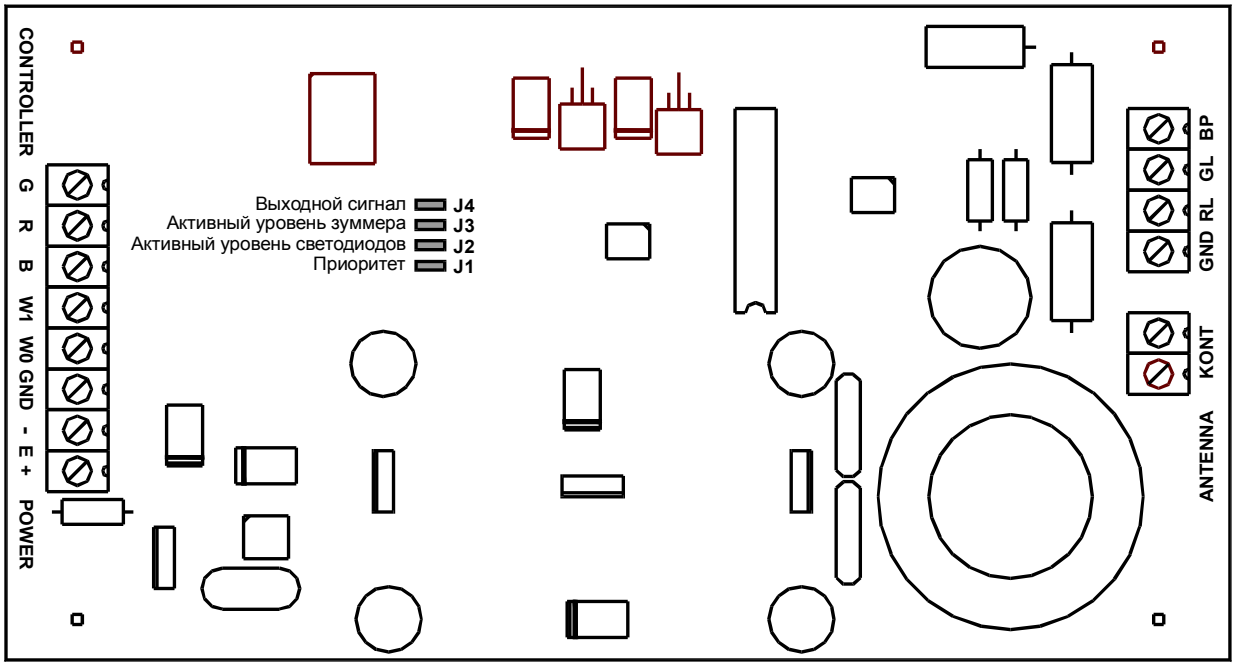

Рисунок 2. Плата блока электроники
- Wiegand 26 бит. Данный режим установлен по умолчанию (джампер J4 установлен – см. рис. 2).
Для индикации принятого контроллером решения имеется возможность внешнего управления зеленым и красным светодиодами, а также встроенным зуммером считывателя. Активный уровень для включения светодиодов и зуммера задается джамперами J2 – J3 (см. рис. 2). По умолчанию (джамперы установлены) включение светодиодов и зуммера производится уровнем логического нуля (замыканием на общий провод).